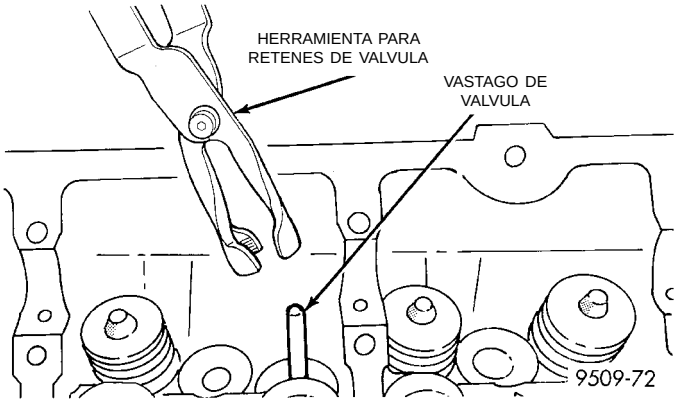

Fig. 99 Herramienta para retén de aceite del vástago de válvula
(1) Recubra los vástagos de válvula con aceite de motor limpio e insértelos en la culata de cilindros.
(2) Instale los retenes de vástago de válvula nuevos sobre todas las válvulas, utilizando la herramienta pertinente (Fig. 99). Los retenes de vástagos de válvula deben presionarse firmes y justos encima de la guía de válvula.